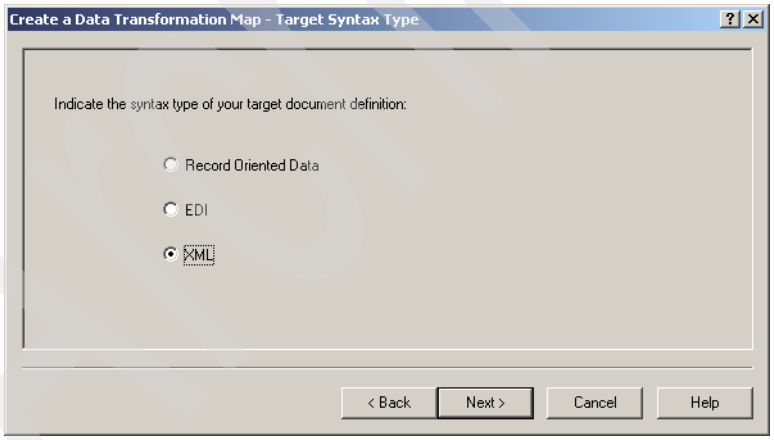

Figure 15-22 Select target syntax type
13. Select **XML** (Figure 15-22) and click **Next**.